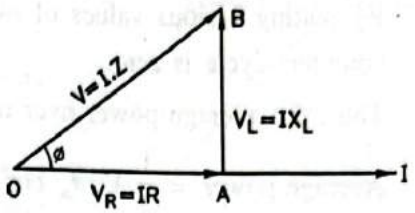

**FIG. 2.43 : PHASOR DIAGRAM OF R-L SERIES CIRCUIT**
- The complete phasor diagram of R-L series circuit is shown in FIg. 2.43